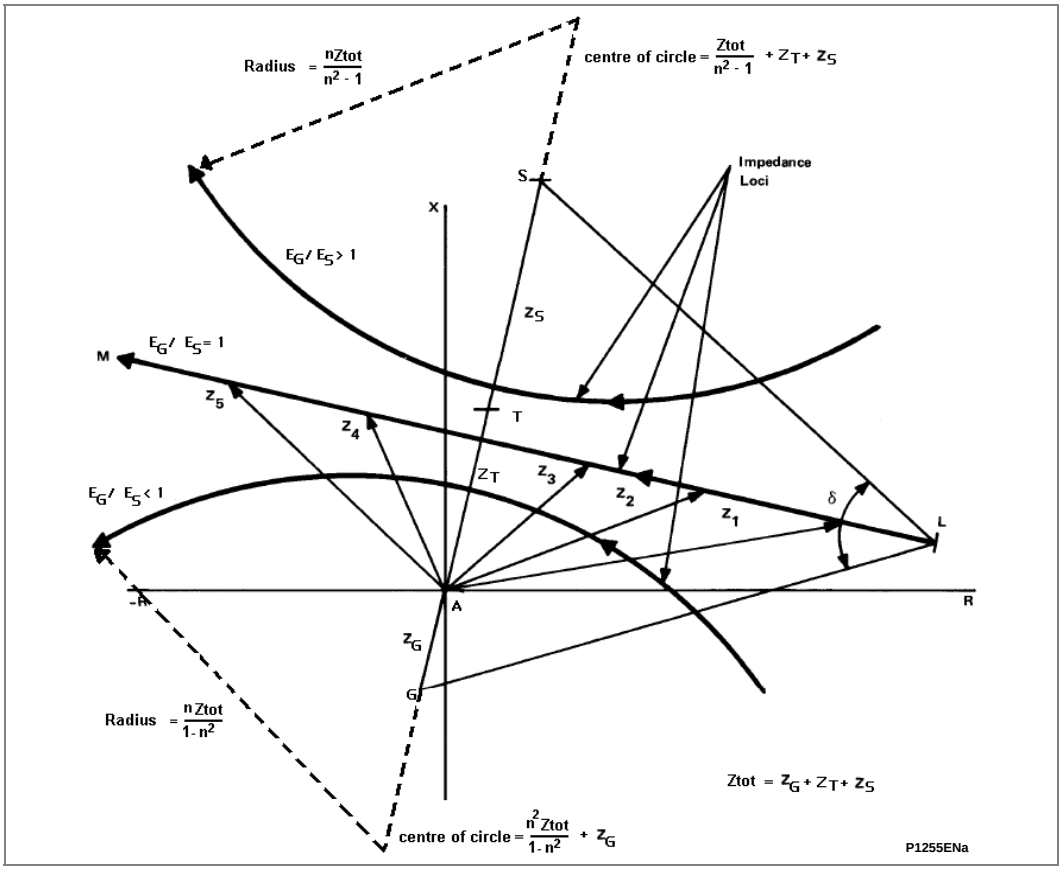

Figure 51 - Apparent impedance loci viewed at the generator terminal (point A)
The apparent impedance as viewed at the generator terminals (Point A) will vary as a function of the ratio n and the angular separation δ between the machine and the system. With the aid of the R/X impedance diagram, a set of impedance loci representing a loss of synchronism along with the system impedances are plotted as shown in Figure 51.
The diameters and centers of these circles are a function of the voltage ratio E_G / E_S and the total impedance, as shown in Figure 51. It is not always necessary to go into the detail of plotting the circular characteristic to identify the loss of synchronism. In most cases, it is only necessary to simply draw the perpendicular bisector to the total impedance line to locate the point on the system where the swing will traverse which is sufficiently accurate for relaying purposes.
As noted previously, generator and system impedances have changed in the past few decades. In many instances, the electrical center or impedance center lies within the generator or step-up transformer. Also, for most machine loadings, the equivalent internal machine voltage will be less than 1.0 per unit and so less than the equivalent system voltage. Therefore the pole slipping characteristics viewed at the generator terminals will generally follow the loss of synchronism characteristic where the voltage ratio $E_G/E_S < 1$ which is below the impedance center. See the locus $E_G/E_S < 1$ in Figure 51 for example.
2.28.3.1 What happens if EG/ES has Different Values less than one (1)?
For a given total impedance, as the voltage ratio decreases below one (1), the circle also decreases in diameter and the center moves closer to the origin. Therefore, a decreased internal voltage results in the impedance loci having a smaller diameter. The radius and circular center calculations using the equation shown in Figure 51 shows these trends.